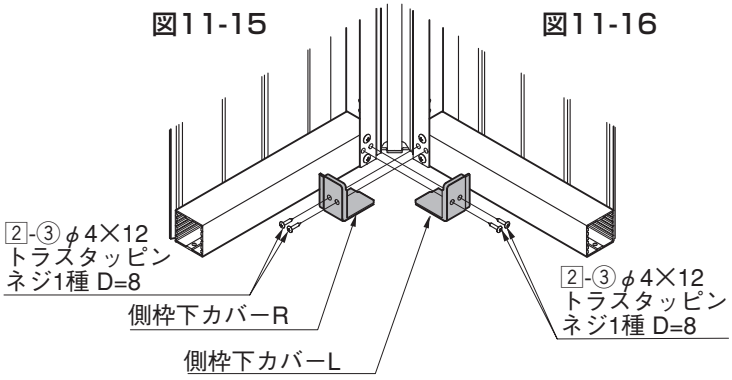

図11-17
⓲切断した側枠下カバーを2-③で側枠に取付けてください。（図11-17参照）